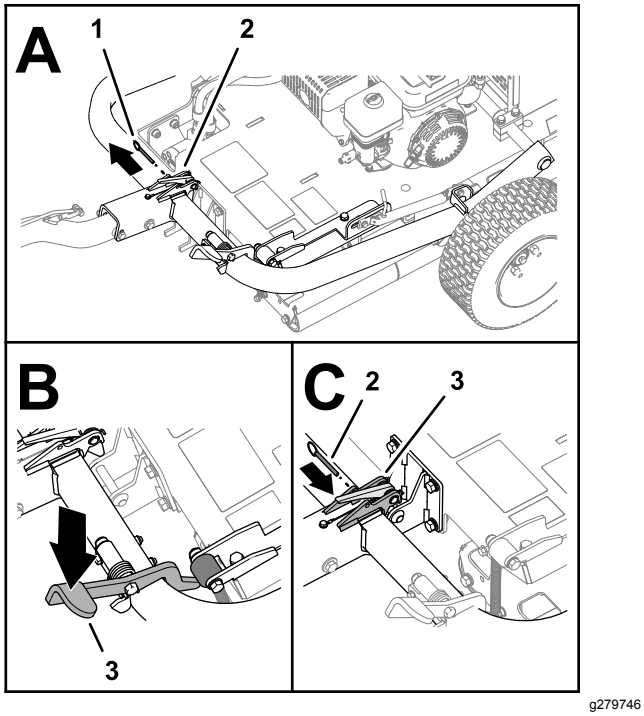

**Figura 8**
6. Se instalado, remova o pino de bloqueio do trinco.Figura 8
7. Pise o pedal do engate até o engate ficar bloqueado no lugar (Figura 8).
8. Insira o pino de bloqueio através dos furos do trinco (Figura 8).